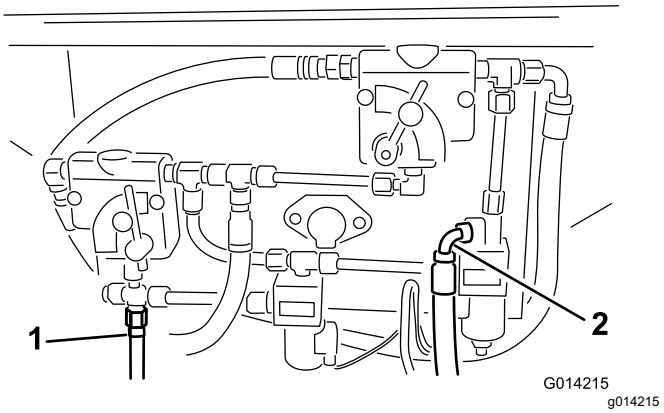
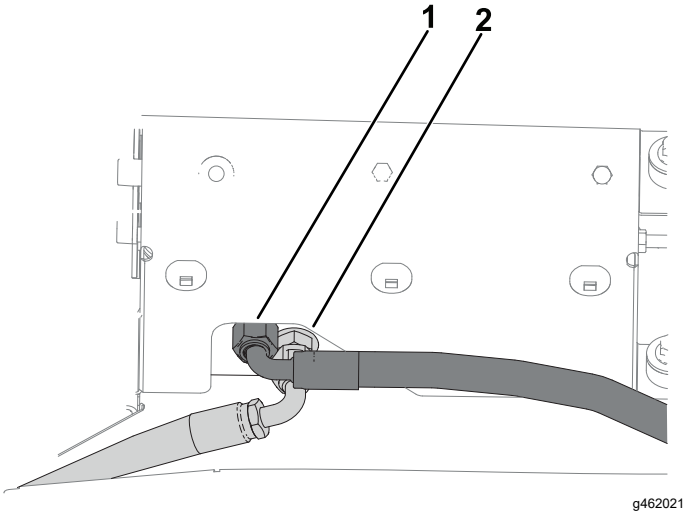

Figur 14
Figur 15
11. Lokalisera tryck- och returanslutningarna på maskinens basmodell. Se Figur 14 för SH-versionerna och Figur 15 för EH-versionerna.
12. Ta bort tryck- och returslangarna om de tidigare var monterade på de platser som anges i Figur 14 och Figur 15.
13. Anslut hydraulslangarna till hydraulkontrollpanelen. Se Figur 14 och Figur 16 på SH-versionerna samt Figur 15 och Figur 17 på EH-versionerna.